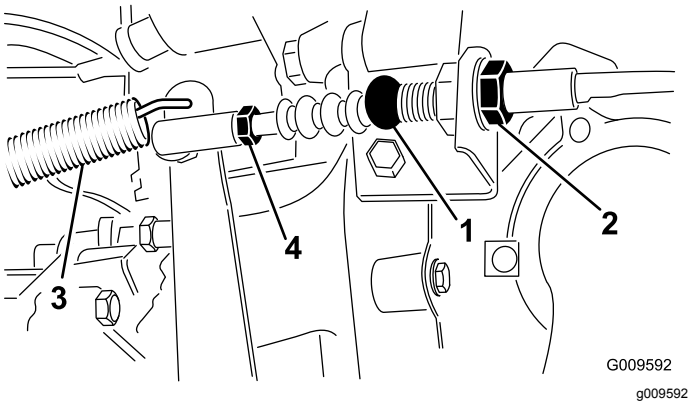

**Figuur 70**
1. Draai de contramoeren los waarmee de koppelingskabel vastzit aan de beugel op de koppelingsbehuizing (Figuur 70).